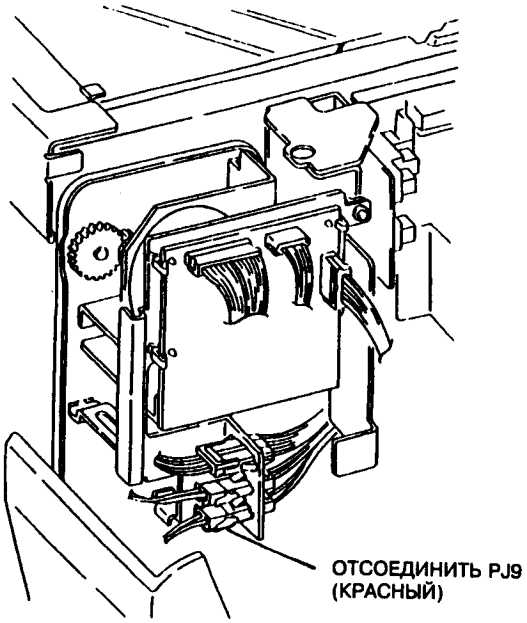

Рис.1 Отсоединение PJ9
5. Отсоединить PJ9 и снять его с кронштейна (рис.1).